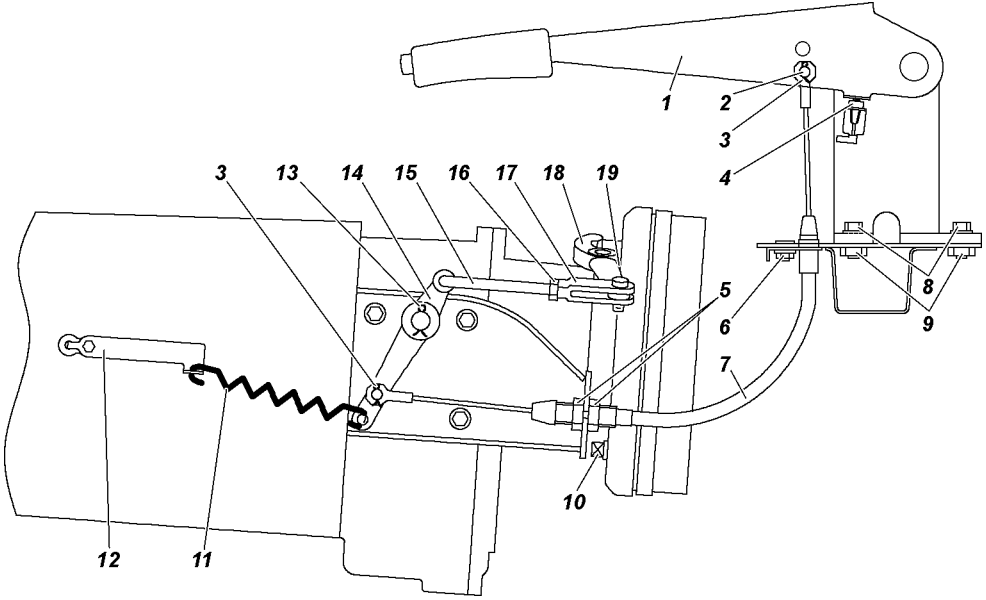

Рис. 9.35. Привод стояночного тормоза:
2. Переместите рычаг стояночного тормоза 1 (рис. 9.35) в крайнее нижнее положение.